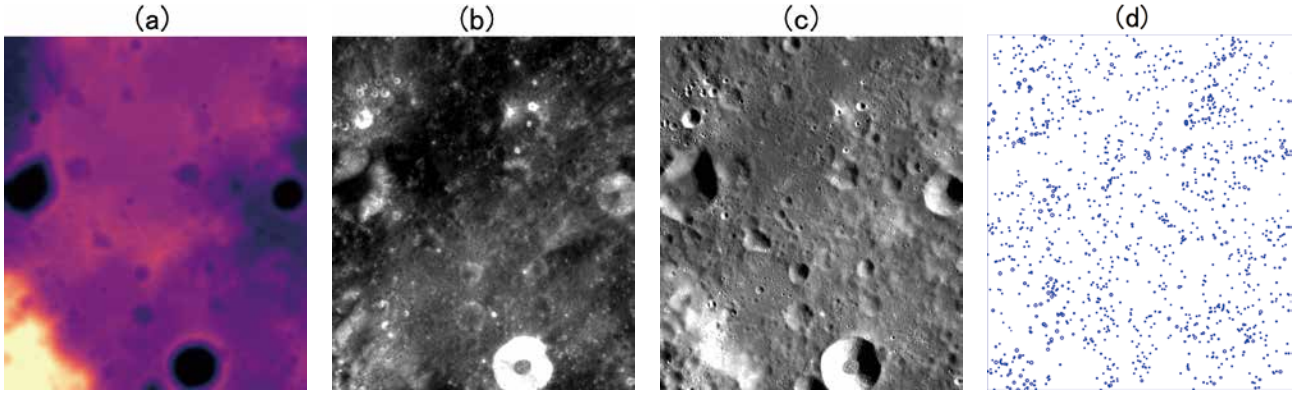

図3：クレータデータベースとその元となるデータの一例。左から（a）数値地形モデル、（b）反射率マップ、（c）a,bを使って作成した模擬月面画像、（d）cから抽出したクレータの中心位置を示したデータベース。 ©SELENE/JAXA
①クレータデータベースとは、地上で事前に用意するクレータ地図です。SLIMは着陸の際画像照合航法を行う領域ごとに専用のクレータ地図を搭載しています。図3のように、かぐやなどから得たデータをもとに、クレータを抽出してデータベース化します。
②クレータの抽出には過去の月面探査機で観測した数多くのクレータ画像から主成分分析を用いて抽出した主成分ベクトルをクレータのテンプレート画像として使い、テンプレートマッチングする手法[1]を用います。着陸降下中にも航法カメラで撮像した画像から同じ手法でクレータを抽出します。この画像処理手法は画像の明るさの変動といったノイズに強く、かつ低計算量で処理時間も短いため、探査機への搭載に適しています。
③抽出されたクレータはマッチング処理部[2][3]に入力され、搭載されたクレータデータベース内で一致するパターンを探索します。画像ではなくクレータの位置情報を用いて探索するため、精度を保ったまま少ない計算量で処理することが可能です。また、クレータの誤検出・未検出にも強い手法になっています。